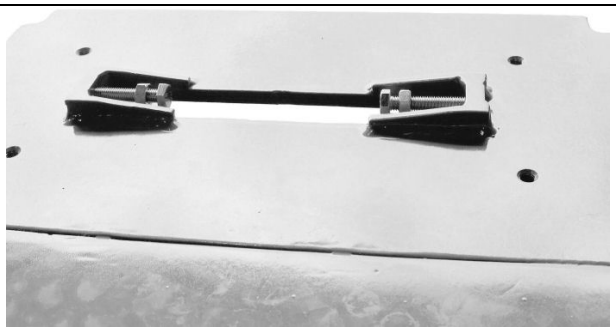

FIGURA 4-65
10. Instale los pernos de ajuste y contratuercas en el miembro soldado de la almohadilla de desgaste ajustable superior. No instale las almohadillas de desgaste por el momento (Figura 4-65).